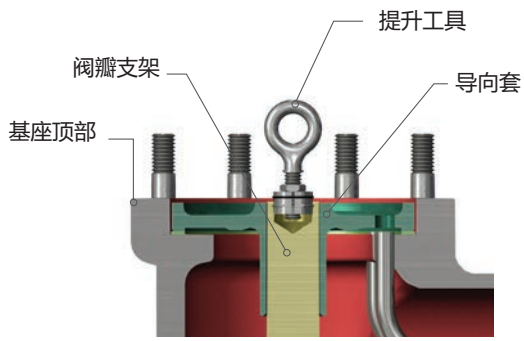

图 16: M 至 U 节流孔阀的吊装工具
- 用螺丝刀紧压主轴挡圈 (16)。
- 拆下主轴 (15)。
- 将吊装工具（见图 16）插入阀瓣座主轴的空腔中，拧紧吊环螺栓。
- 升起吊装工具，拆下阀瓣座 (8) 和阀瓣 (6)。
- 用吊耳提起阀瓣座 (8)，并拆下所有内部部件（参见图 16）。